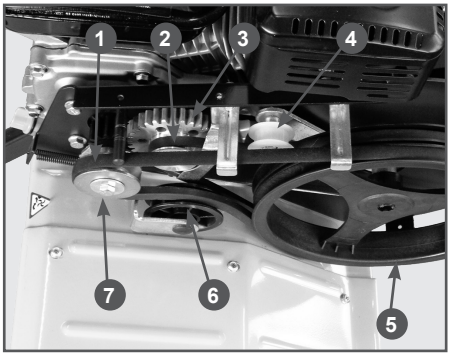

Рис. 26 Обслуживание ремней привода
2. Снимите ремень 1 переднего хода со шкивов вала двигателя 7 и редуктора 5 (Рис. 26).
4. Снимите ремень 2 заднего хода со шкивов шестерни 3 заднего хода и редуктора 5 (Рис. 26).